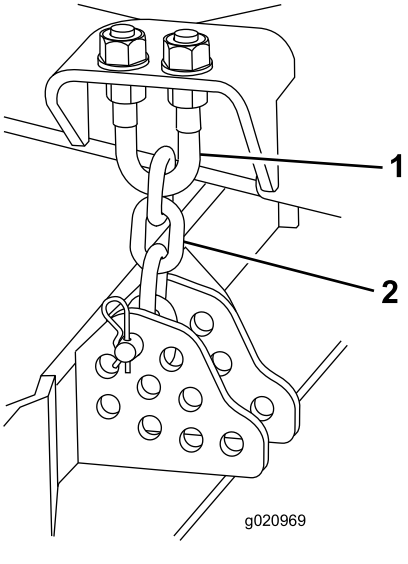

Figuur 101
4. Verwijder de R-pen en de gaffelpen waarmee de maaihoogtekettingen zijn bevestigd aan de achterkant van het maaidek (Figuur 101).